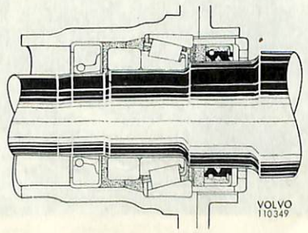
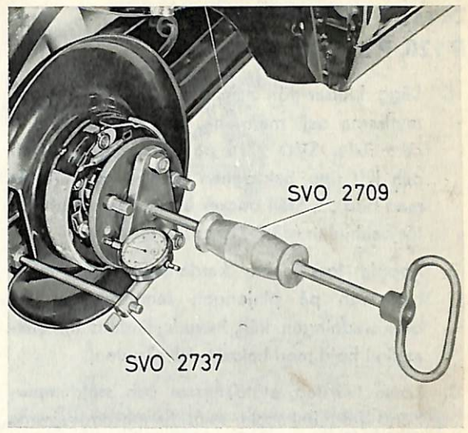

Bild 24. Smörjning av bakaxellager
Bild 25. Mätning av axialspel för drivaxlar
13. Packa in lagret väl med ett högklassigt helfyllnadsfett och montera därefter drivaxel, bromssköld och -hållare. Efter montering skall hela utrymmet mellan tätningsringarna vara fyllt med fett, se bild 24. Kontrollera axialspelet, som skall vara 0,05—0,13 mm, med mätur och hållare SVO 2737, se bild 25. Pressa därvid